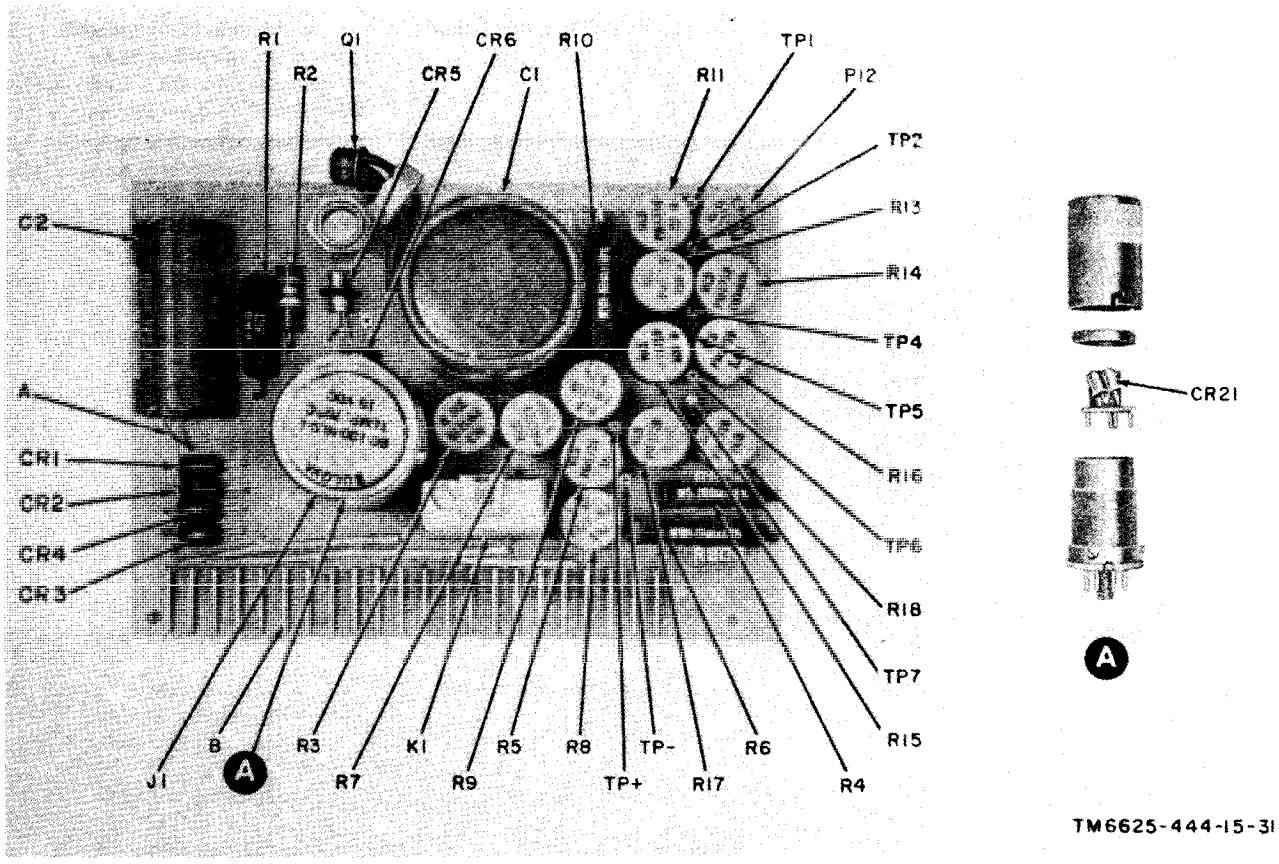
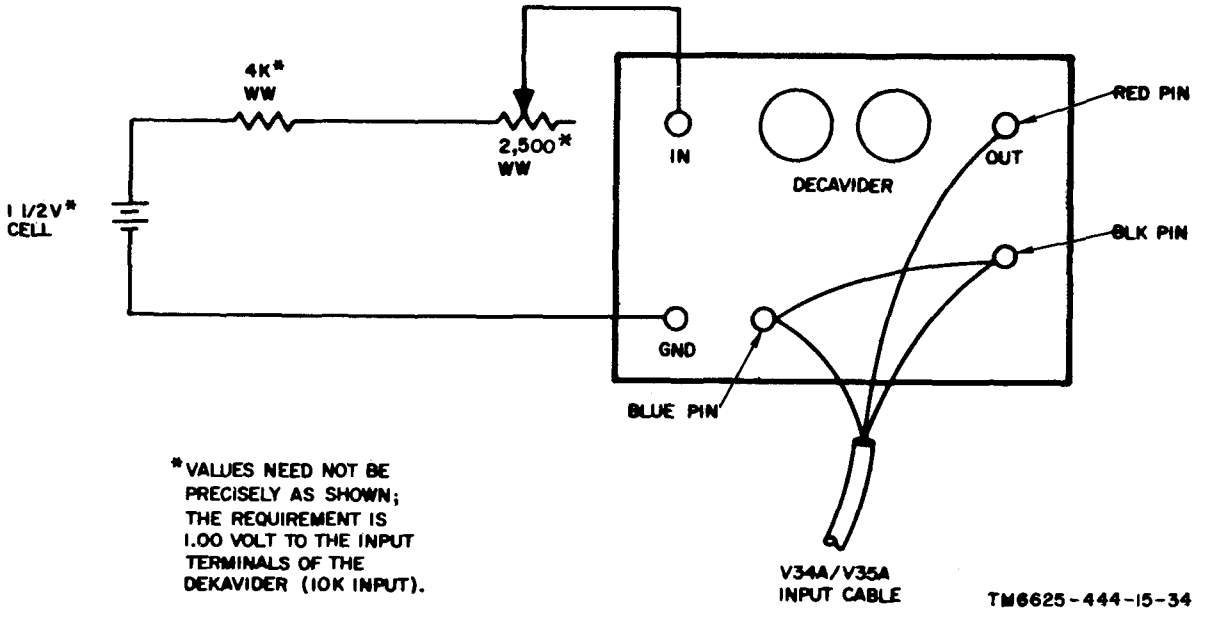

Figure 6-4. Zener supply assembly parts identification.
Figure 6-14. Troubleshooting test setup.
Zene oven	Across C1 (fig. 6-4).
b. Location of Parts. Parts locations for the nblies are indicated in figures 6-4 through 6–12.
c. Use of chart. When an abnormal symptom has been observed in the equipment, look for the symptom in the trouble symptom column and perform the corrective measure prescribed. (If no operational symptoms are known, the chart gives procedures for using a dummy amplifier to determine the symptoms.) If a dummy amplifier is not available, begin with item 3 of the Organizational Monthly Preventive Maintenance Checks and Services Chart (para 4-6) and proceed until a trouble symptom appears.
b. Polarity relay defective	*b.* Check polwity relay (fig. 6-4).
b. High-contact resistance on polarity relay.	*b.* Replace polarity relay (fig. 6-4).
(2) With the line voltage at 115 volts ac, measure 7.7 volts dc between TP– and TP+ (fig. 6-4), Vary the line voltage between 105 and 125 volts ac and observe that the voltage between TP– and TP+ does not vary more than ±0.2 percent.
(3) If the regulation is within ±0.2 percent, but the voltage is not 7.7 volts dc with a 115-volt line voltage, vary R4 and repeat the procedures given in (2) above until the condition is met.
(4) If it is not possible to reset the condition given in (3) above, measure 36 volts dc ±1 across C2 with the line voltage at 115 volts. If the voltage across C2 is not. correct, check CR3, CR4, R2, C2, and the ac supply to pins 16, 17, and 18.
(5) If the voltage across C2 is not correct, check Q1, CR6, and R3 through R9.
(6) If the voltage between TP– and TP+ is very low, or zero, CR21 is defective, or there is an open component in the associated circuitry,
(7) If the Zener oven power supply voltage is not correct (para 6-4), check HR21 and S21.
(8) Connect a 30,000-ohm resistor in series with a 1-microfarad (mf) capacitor between TP+ and pin 17. Connect the oscilloscope ground to pin 6 and the input to pin 5. The oscilloscope must be floating (isolated) from the powerline ground.
(9) Connect the test setup as shown in figure 6-14 and adjust the input for +0.0005 at null.
(10) Vary R6 for minimum ripple on the oscilloscope ; typically, this should be less than 1 millivolt. With the resistor and the capacitor removed, the ripple should be less than 200 microvolts, with a low reading at balance in either polarity.